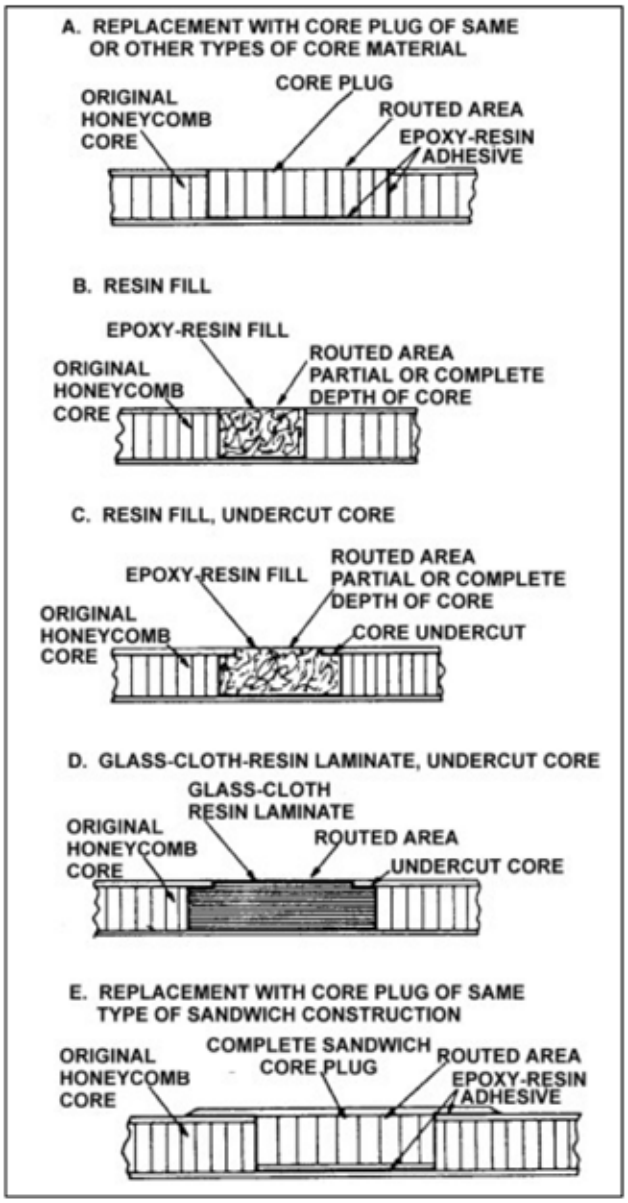

FIGURE 3-10. Typical types of core replacement.
d. Après avoir localisé l'étendue de la zone endommagée par tapotement ou par d'autres méthodes d'essai non destructives, retirez le revêtement endommagé et la partie du matériau de l'âme qui est également affectée. La profondeur à laquelle l'âme doit être retirée dépend du type de matériau d'âme et de la méthode de réparation. Le matériau de remplacement de l'âme doit être le même matériau et comporter la même taille de cellules que l'original. Fabriquez le morceau de remplacement en conservant la même direction des fibres. Lorsqu'une substitution est autorisée, les âmes en bois ou en nid d'abeille de fibres de verre sont parfois utilisés pour la réparation des âmes en nid d'abeille en aluminium, car ils sont généralement plus faciles à façonner. Les remplacements d'âme les plus courants sont illustrés à la figure 3-10. Des remplissages en résine peuvent être utilisés pour remplacer l'âme et le revêtement lorsque l'âme est moins endommagée. Des microballons phénoliques, des mousses isolantes de faible densité et/ou d'autres ingrédients sont ajoutés pour diminuer la densité et donner une plus grande flexibilité.